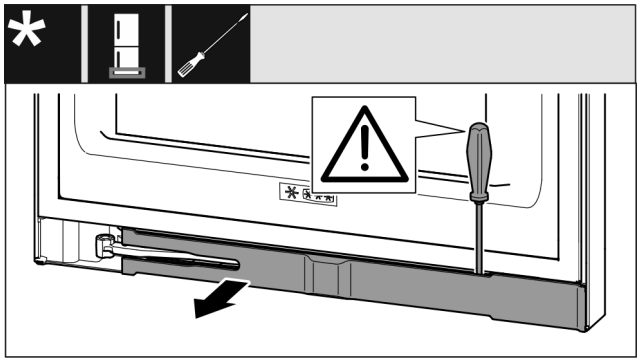

Fig. 17
- ▶ Atbrīvojiet aizsegu ar plakano skrūvgriezi un pagrieziet uz sāniem. (skat. Fig. 17)